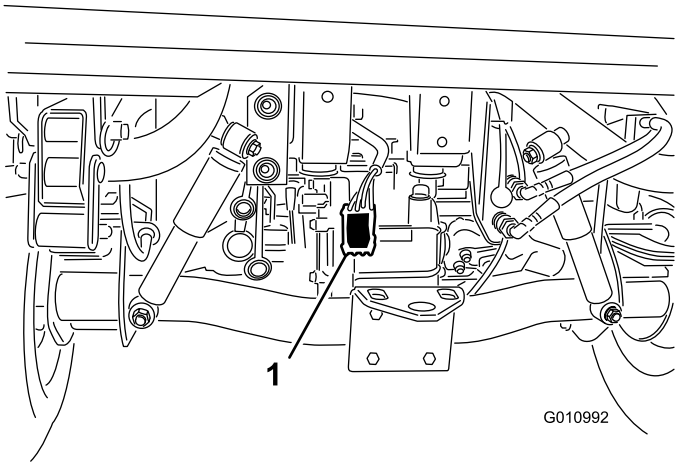

Figur 7
4. Dra kablaget längs huvudfordonets kablage till fordonets bakre del (Figur 7).